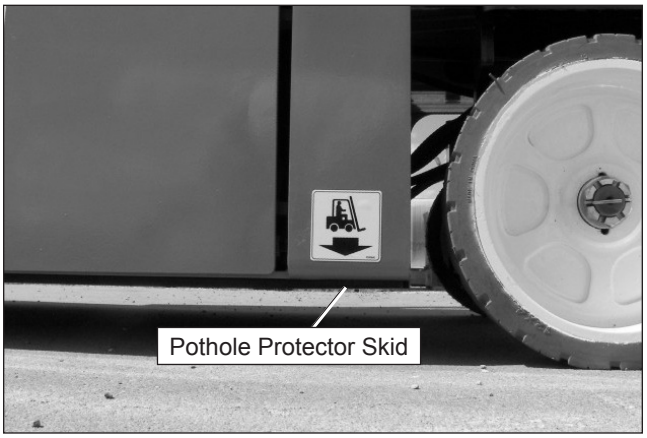

Figure 8.11 – Pothole Protector Skid
3. With the trays closed, check the ground clearance under the pothole protector skids (refer to Figure 8.11). Clearance should be at about 2.63″ (6.68 cm) on both sides of the aerial platform.